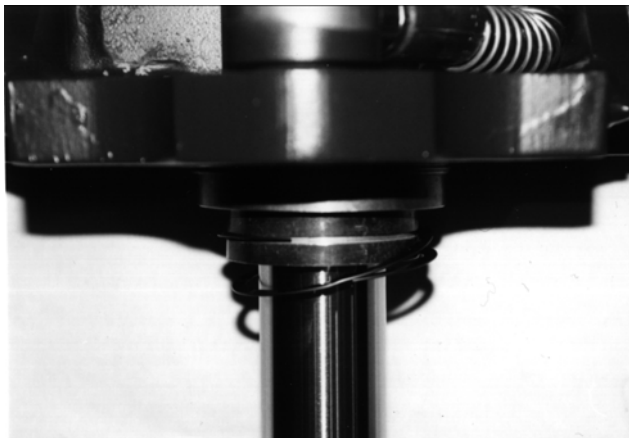
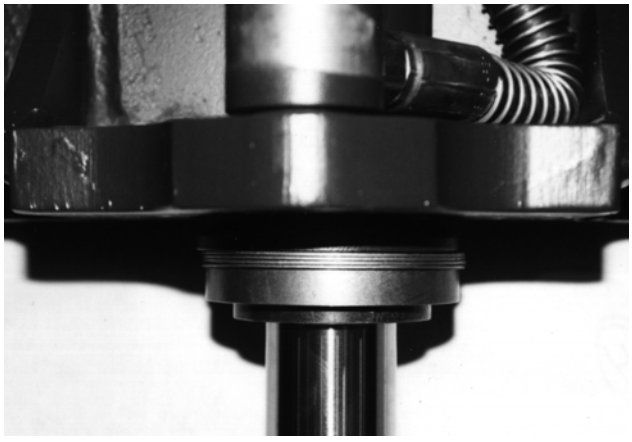

Figure 7-218: Spiral Ring, Winding
Figure 7-219: Spiral Ring, Seated
9. Install the spiral ring. See Figure 7-218. Make sure the ring is properly seated before applying pressure to the hydraulics to engage the spiral ring in the slide ring. See Figure 7-219.
6. Use a soft head mallet to tap the pivot ring, shims, and slide ring up the housing. Install the spiral ring, winding it into the groove. See Figure 7-218. Be sure the ring is properly seated before applying hydraulic pressure to engage the spiral ring in the slide ring. See Figure 7-219.